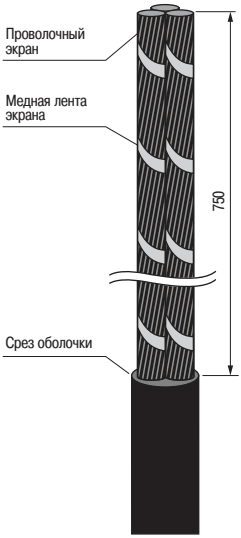

Рисунок 2
4.2 Для облегчения снятия оболочки прогреть её пл менем горелки. Уд лить з щитный шл нг с конц к беля до кольцевого н дрез . Уд лить р зделительный слой (рисунок 2).